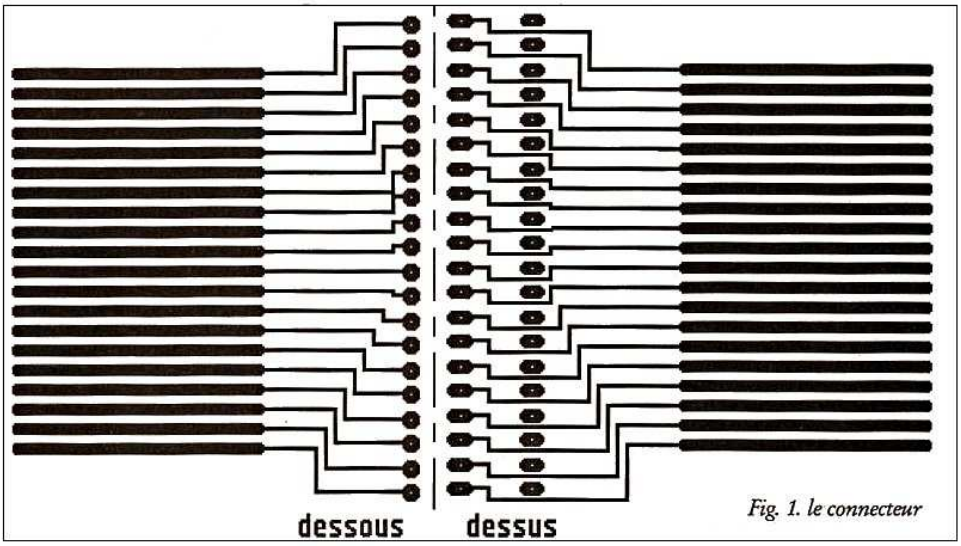

Fig. 1. le connecteur
-le connecteur qui s'enfiche dans le port cartouche (fig1) et pour lequel il faut absolument respecter le sens d'insertion,